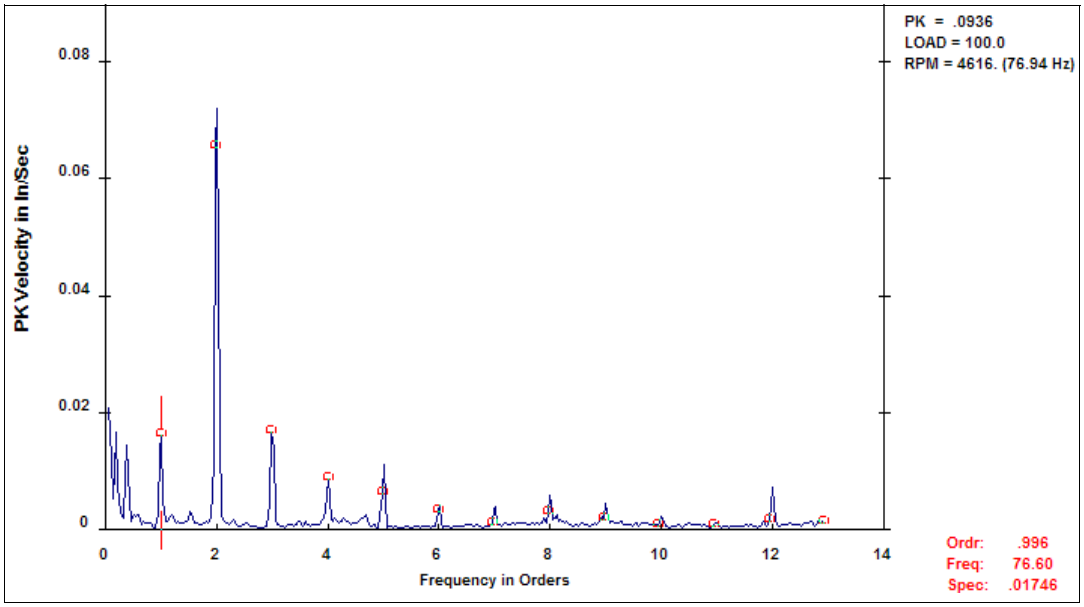

Figure 9
The single spectrum from the TOV position is showing a significant 2xTS peak, along with the 1xTS harmonics. Note the ratio between the 2xTS and the 1xTS peaks. The general rule is; if 2x is 50% (or more) of 1x, misalignment is present. In this case the ratio is much greater than that. 2x is almost 5 times the amplitude of 1x. (Figure 9)
3) 2x almost 5 times the amplitude of 1x (Figure 9)